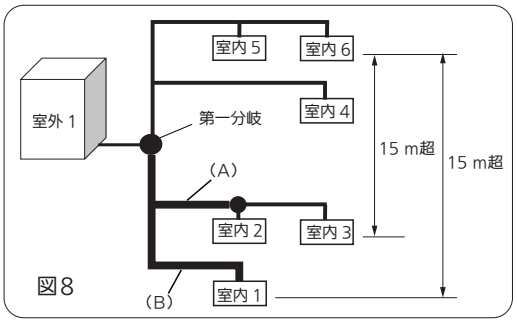

図8
- H2が15 mを超える場合、室内ユニットが室外ユニットより下側にある液管、ガス管を1ランクサイズアップしてください。（図8）